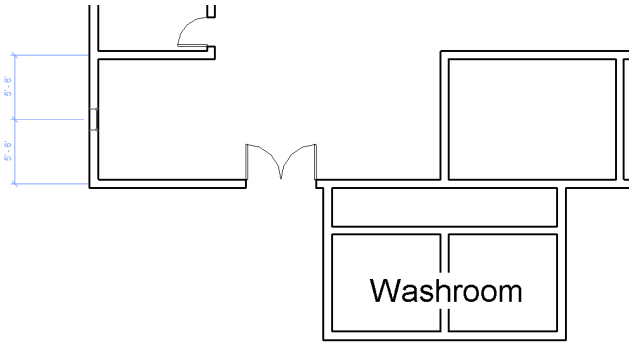

Figure 3-82 *Adding the window at the Reception area*
e. Place the windows at the exact location as per the given dimensions, refer to Figures 3-82 through 3-86.
4. Move the cursor close to the exterior wall of the reception to display window symbol, as shown in Figure 3-82. Add the window by clicking on the inner face of the exterior wall; the window is created at the specified location.